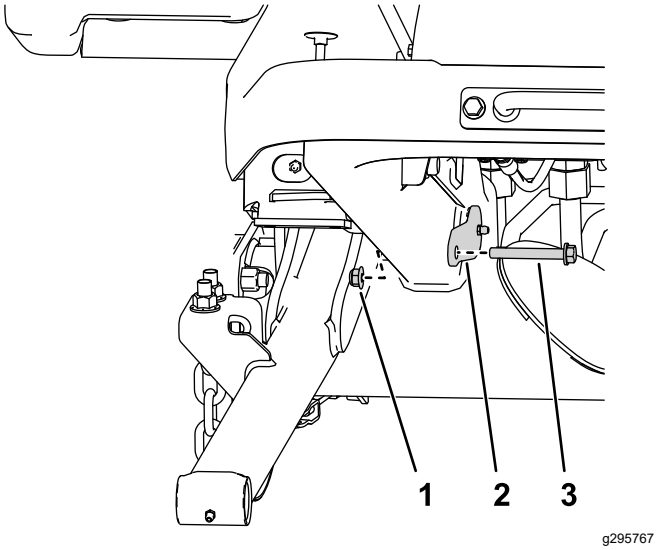

Bild 6
4. Verwenden Sie zwei Muttern (⅜") und zwei Schrauben (⅜" x 2¾"), um die großen Stifte am Rahmen zu befestigen (Bild 6).